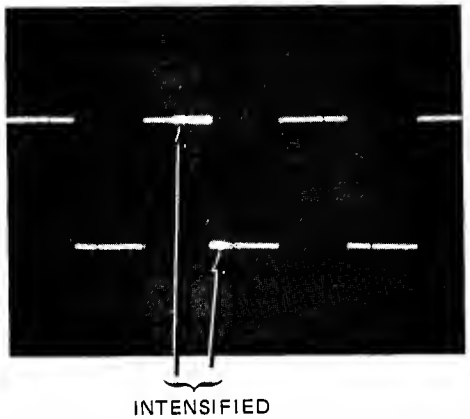

Figure 5a. Normal Display with Intensified Area
4. Adjust time interval STOP 18 until intensified portion of trace is over display segment you wish to investigate (figure 5a).